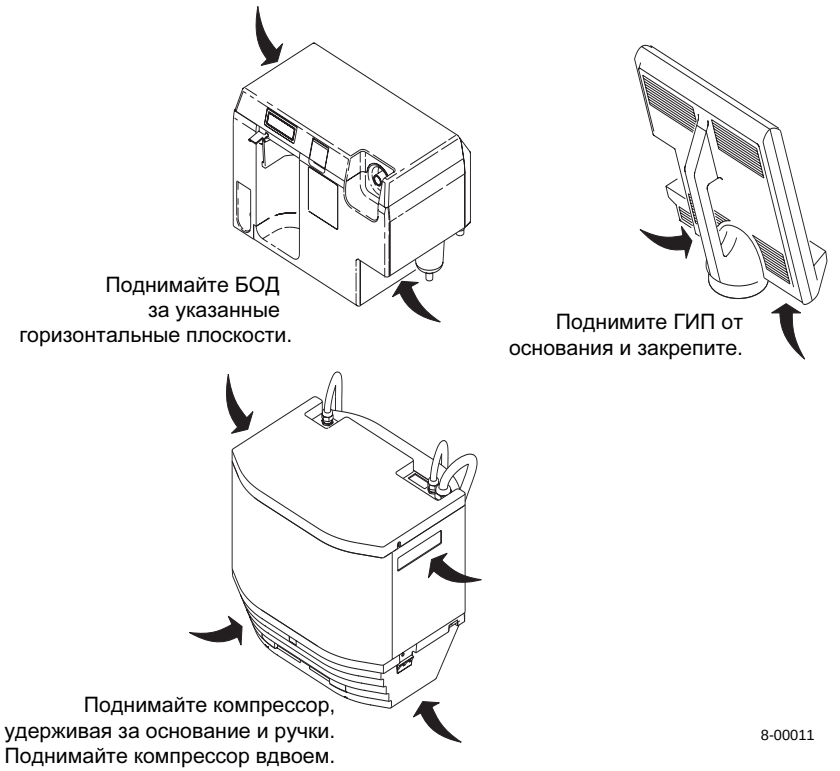

Рис. 2-1. Подъем модулей вентилятора
- Не поднимайте вентилятор в одиночку и соблюдайте меры предосторожности. На Рис. 2-1 показана правильная техника подъема модулей вентилятора.